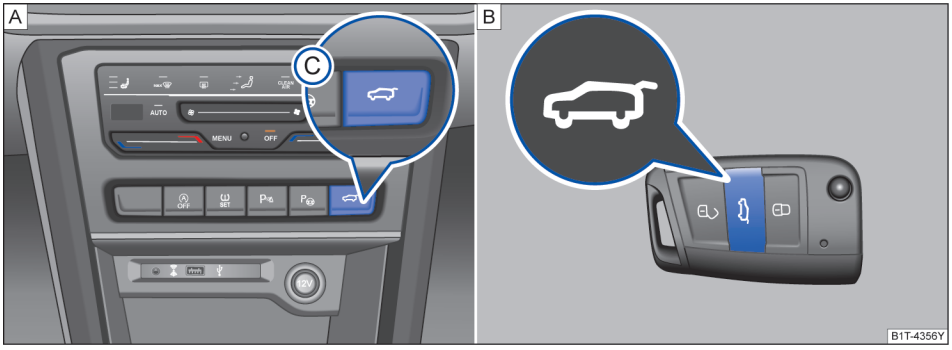

图 68 车内的操作按钮/ 钥匙上的按钮
- 长按按钮Ⓒ→ 图 68。
- 按下按钮Ⓒ→ 图 68（仅针对 5 座车型）
- 按下按钮Ⓒ→ 图 68。
利用钥匙上的按钮或按钮Ⓒ→ 图 68 开关行李厢盖时，会出现声音信号（部分车型有此功能）。